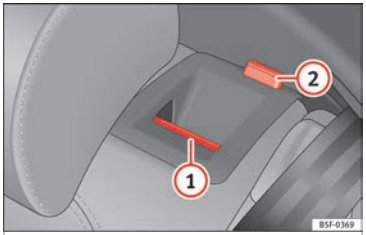

Fig. 152 On the rear seat backrest: release catch (1); red mark (2).
- Push the unlock button ››› **Fig. 152** (1) forwards and at the same time lift the backrest.
- The rear seat backrest is not engaged when the red marking of the button (2) is visible.
The rear seat backrest is not engaged when the red marking of the button ››› Fig. 152 ② is visible.